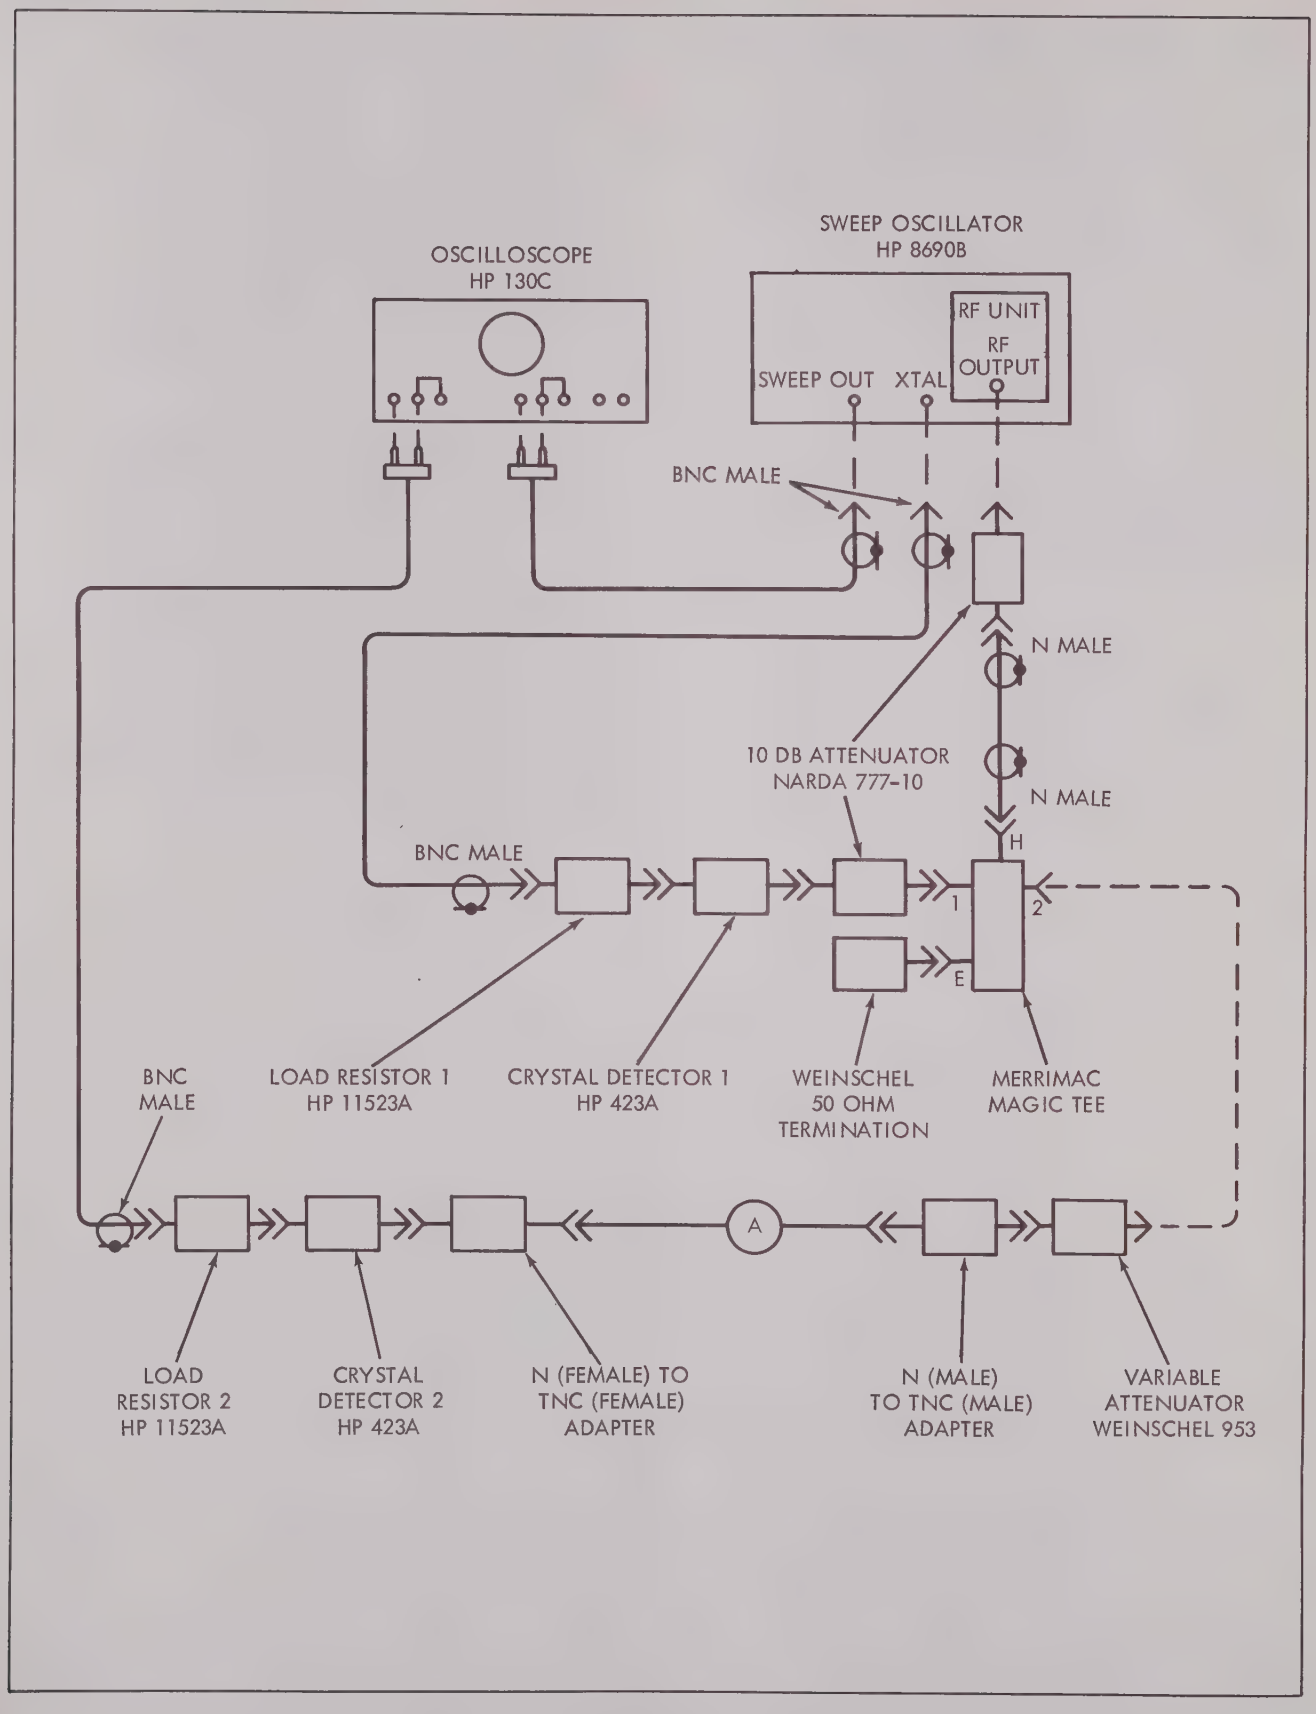

Figure 4-9. Filter Assembly Checkout
4-29. FILTER ASSEMBLIES A1FL1, A1FL2, A1FL3, A1FL6 AND A12FL1. Each of the filters tested require similar procedures for checkout Figure 4-9 provides the test setup. Table 4-5 provides the required test equipment designations not provided on the referenced figure; the desired filter characteristic curve associated with each filter is also referenced in the table. Only 4 GHz notch filter A1FL2 can be aligned if the requirements of the characteristic curves are not met; the alignment procedure is provided in the paragraph. The checkout procedure for all filters is as follows.
a. Connect the equipment as shown in figure 4-9.